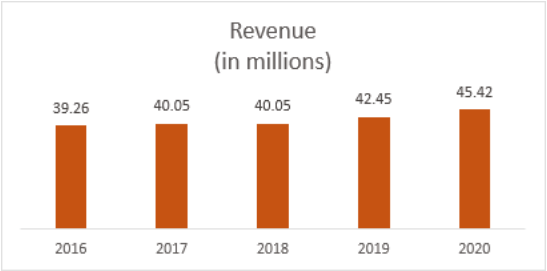

Figure 2.60: The five-year revenue chart
5. Add data labels and change the number format to **0.00,,**. The revenue chart is shown in Figure 2.60.